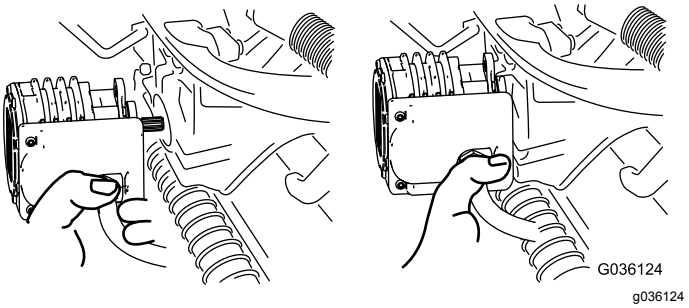

**Figuur 57**
4. Zet de motor in de opbergruimte op de voorkant van de ophangarm (Figuur 57).